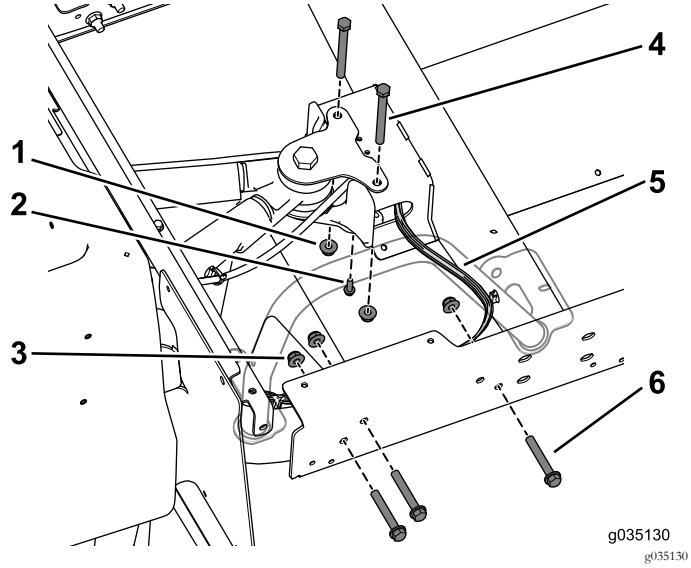

Figur 67
7. Fjern boltene og flensmutrene som fester svingarmfestet til midtkanalen (Figur 67).